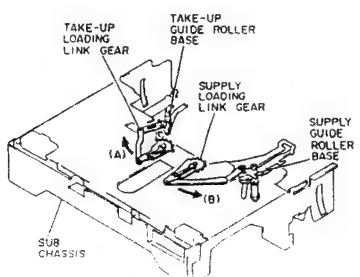

Fig. 2-57
1) Turn the take-up loading link gear in the direction of arrow (A) by 180°. (See Fig. 2-57)
1) Turn the supply loading link gear in the direction of arrow (B) by 180°. (See Fig. 2-57)
1) Remove the take-up guide roller base. (See Figs. 2-57, 2-58)
1) Remove the supply guide roller base. (See Figs. 2-57, 2-58)